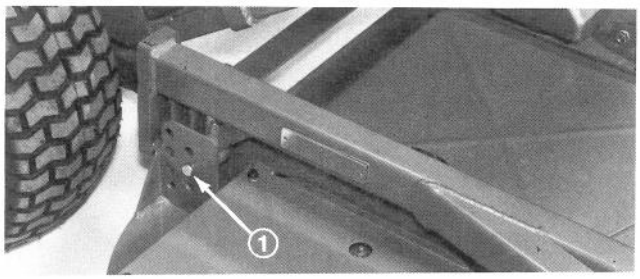

Figure 6
3. Install clevis pins through desired height-of-cut bracket holes and frame to secure cutting unit to frame (Fig. 6). Secure all four pins with hairpins (Fig. 6).